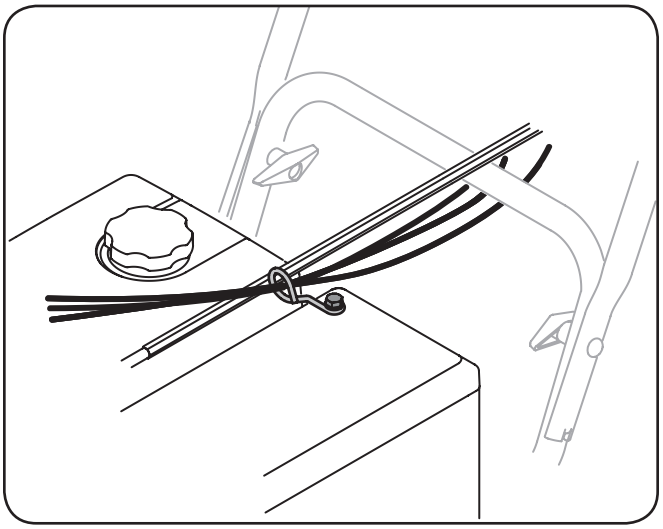

Fig. 3-10
9. Vérifiez que tous les câbles sont acheminés dans le guide et qu'ils restent placés sur le côté gauche de la tige de commande de la goulotte Voir la Fig. 3-10.